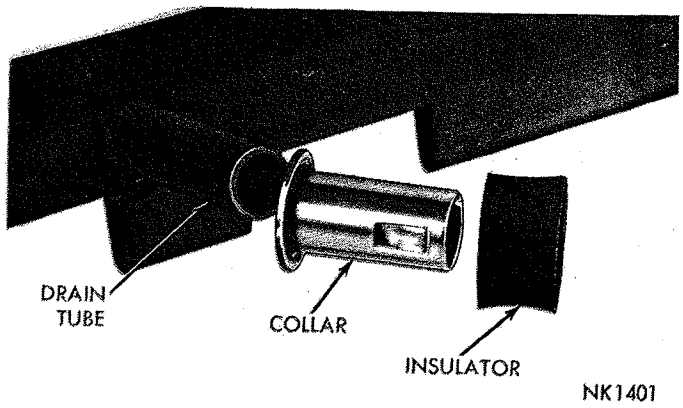

*Fig. 78—Evaporator Drain Tube Collar and Insulator*
(1) Install the evaporator and drain pan being careful not to damage the case insulation, secure the six attaching screws.
(2) Install collars and insulators on the two drain tubes (Fig. 78).
(3) Position evaporator with blower motor on dash panel and install the stud nuts that attach the assembly to the dash panel.
(4) Install blower motor wires and air tube.
(5) Use new "O" rings with clean refrigerant oil on all connections. Install suction line and expansion valve to the evaporator fittings. Use two wrenches to prevent rotation and twisting of the lines.
(6) Install heater as described in Paragraph "Heater Core" Page 43.